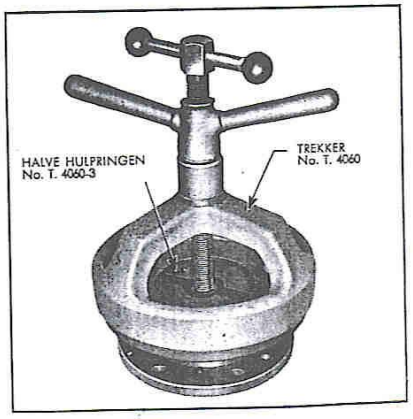

Afb. 17 - Het verwijderen van de pignonlager-buitenloopringen.
4. Om de pignonlager-buitenloopringen te vernieuwen gebruikt men de tre T. 4060 met hulpring en 2 halve hulpringen T. 4060/3 (zie afb. 17). Om d loopringen te vernieuwen moeten alleen de hulpringen worden omgedraa de grote vleugelmoer worden aangedraaid om elke loopring op zijn plaa trekken.